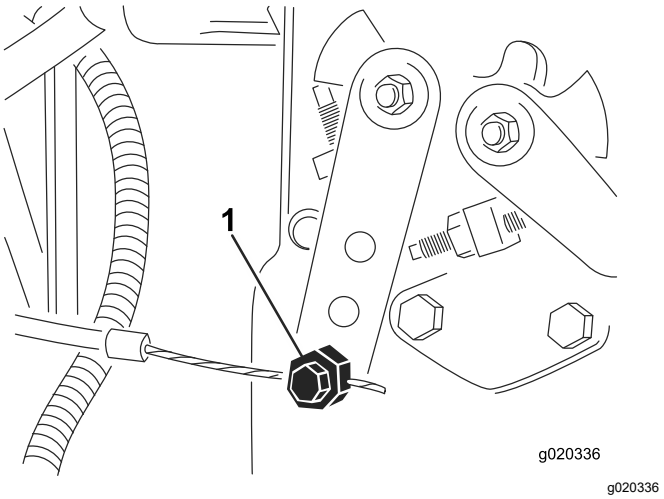

Figur 77
2. Løsn gaskabelforbindelsesdelen på indsprøjtningspumpens løftearm (Figur 77).